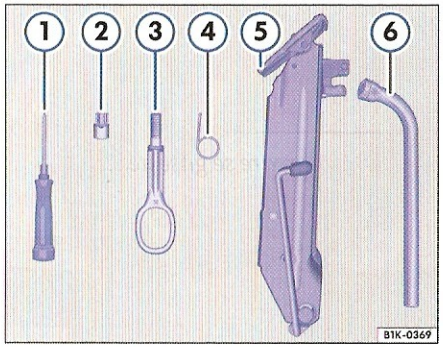

Fig. 25 Conținutul trusei de scule.
Cricul se potrivește în recipient numai dacă, după utilizare, este adus în aceeași poziție ca atunci când a fost scos ⇒ pagina 79, fig. 25" ⑤.